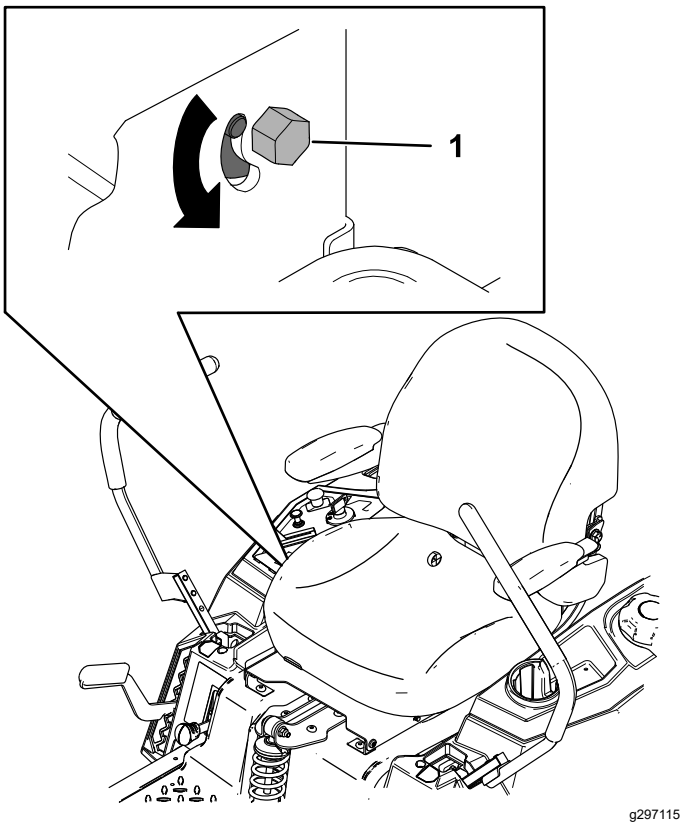

Figure 52
3. Localisez le boulon de réglage de la dérive près du levier de commande de déplacement du côté qui nécessite le réglage (Figure 52).